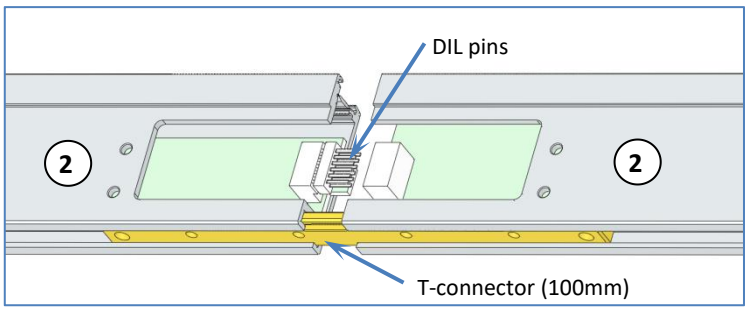
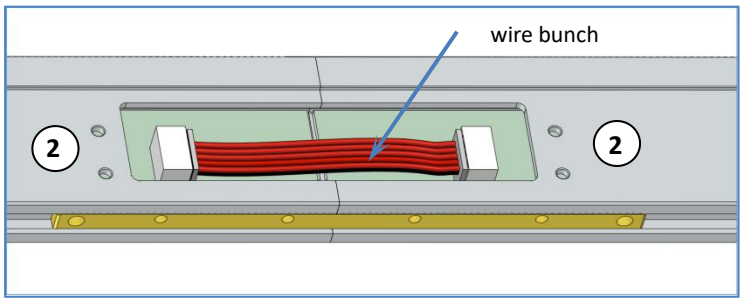
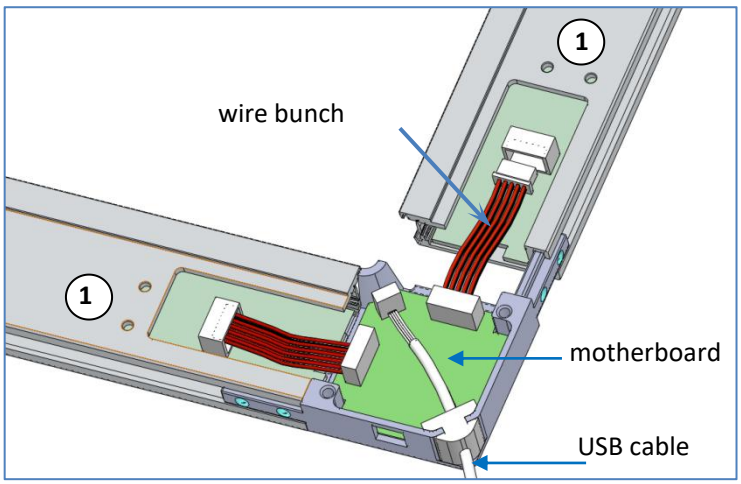
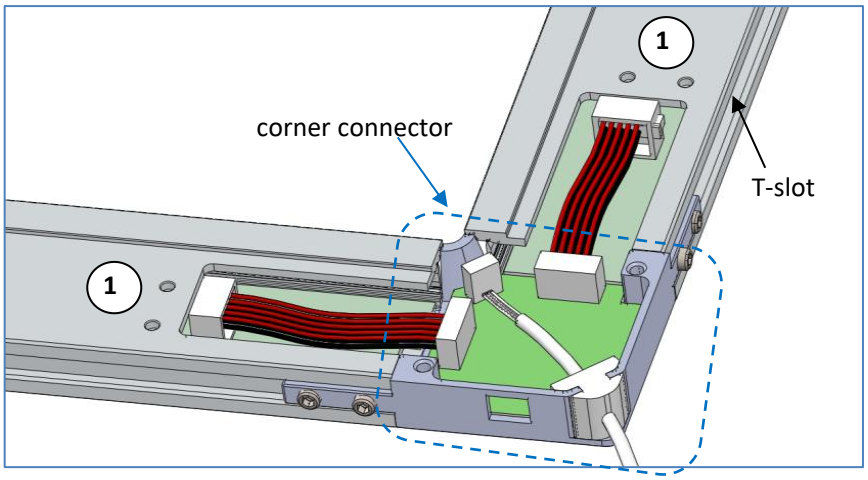

Figure 4 PCB bars connected with DIL pins
Figure 5 PCB boards connected with a wire bunch
Figure 6 Corner A being assembled
Figure 7 Corner A fully assembled
There are two ways to join two aluminum alloy segments to form an edge (or a part of it), the first is to connect PCB boards inside the segments with DIL pins (see Figure 4), the second method is to join them with a wire bunch (see Figure 5). **Be aware** that when installing a wire bunch, the face with red wires shall be on the top.
c) Insert one end of a 116mm T-shaped bar along the outer T-slot of a aluminum alloy segment. (see Figure 4).
d) Next, inserted the other end of the 116mm T-shaped bar into the docking (see Figure 4) T-slot.
(2) Assembling Corner A
a) Find the two aluminum alloy segments labeled with ① and the corresponding corner connecter. As shown in Figure 6, the corner connector has a motherboard and a USB cable.
d) Repeat the same steps to join a corner connecter to the other aluminum alloy segment labeled with①.
e) A completely assembled Corner A is shown in figure 7.